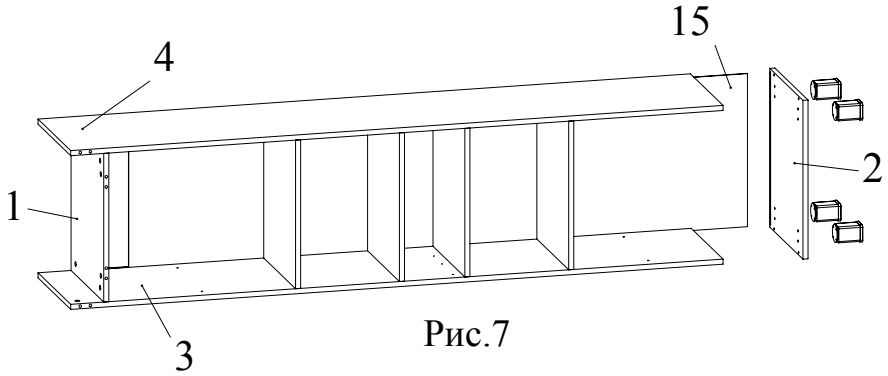

Рис.7
9. Вставить стенку ДВП 15 в пазы боковин 3, 4, крышки 1 (Рис. 7).
10. Соединить при помощи конфирматов 7х50 дно 2 с боковинами 3, 4 (Рис. 7).
11. Прикрепить при помощи конфирматов опоры ко дну 2 (Рис. 7).